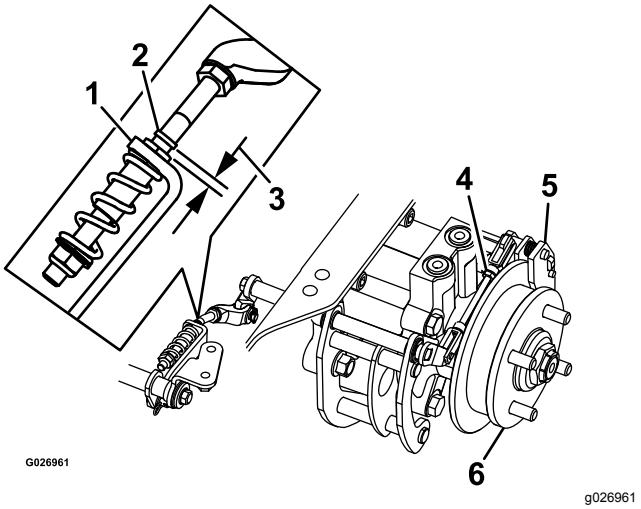

Figur 80
8. Kontroller, at der er et synligt mellemrum mellem L-bøjlen og forbindelsesstoppet (Figur 80).